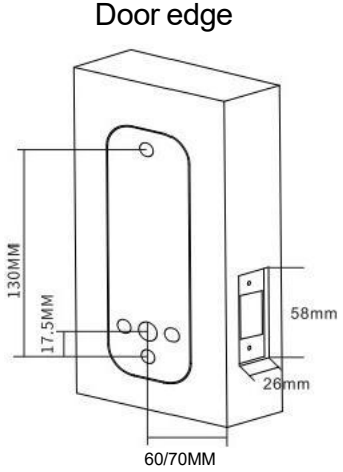

FIG1
1)Correctly position and affix the template(Model 601 product template)to the surface of the internal door Required height off the floor.Ensure that the relevant,marked,door edge alignment template should be properly aligned with the actual door edge(as Fig 1).